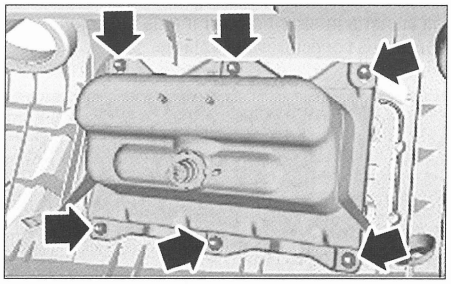

FIG. 11
- los 6 tornillos de fijación del módulo en el salpicadero **(fig. 11)**.